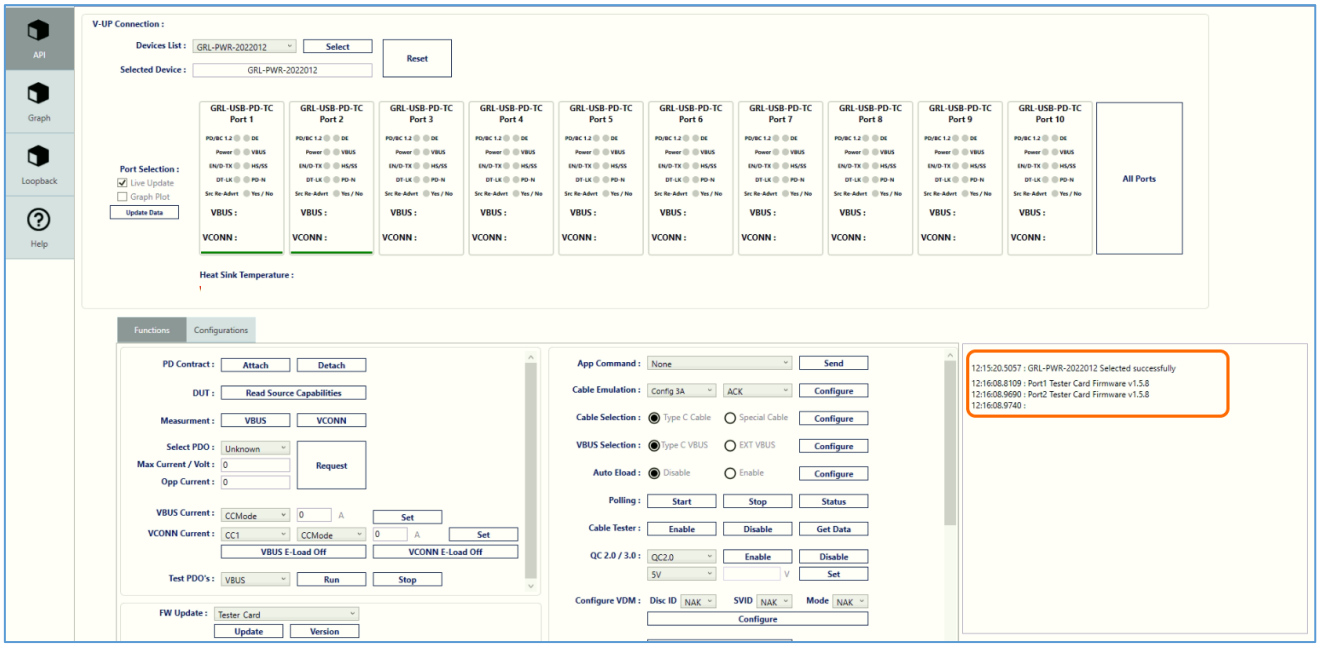

Figure 20. Display of Latest Firmware Version of GRL-USB-PD-TC Tester Cards
8. The latest firmware version number will be displayed in the API activity log panel on the right of the screen as shown in Figure 20 below.